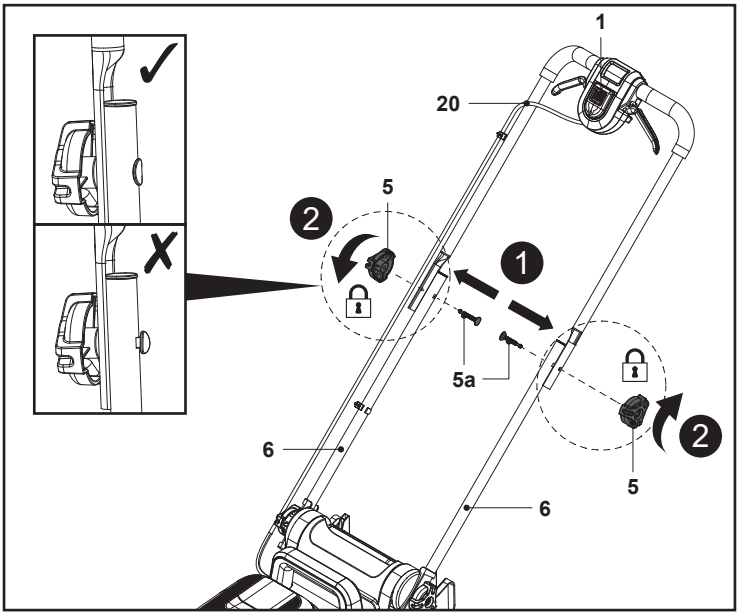

**Rys. 3**
1. Przytrzymać uchwyt górny (4) tak, aby przełącznik bezpieczeństwa (1) był skierowany do góry.
2. Wyrównać otwory montażowe w uchwycie górnym (4) z otworami w uchwycie dolnym (6).
3. Przełożyć śrubę montażową (5a) do końca przez otwór montażowy (rys. 3, krok 1).
4. Zamocować uchwyt górny (4) do uchwytu dolnego (6), dokręcając w prawo pokrętło blokujące (5) na gwincie śruby montażowej (5a) (rys. 3, krok 2).
5. Sprawdzić, czy linka sterująca (20) biegnie po wierzchniej stronie uchwytu górnego (4) i dolnego (6).